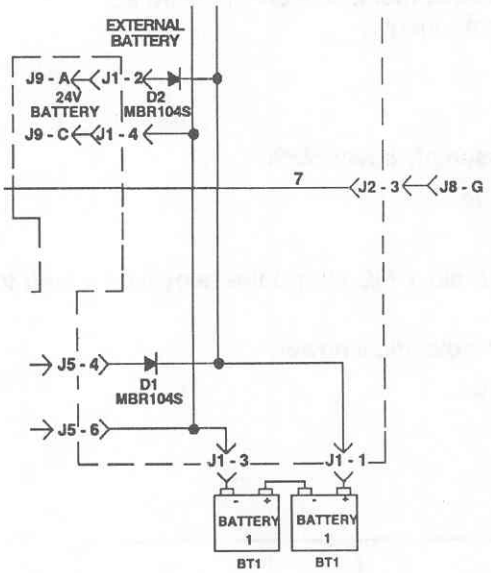
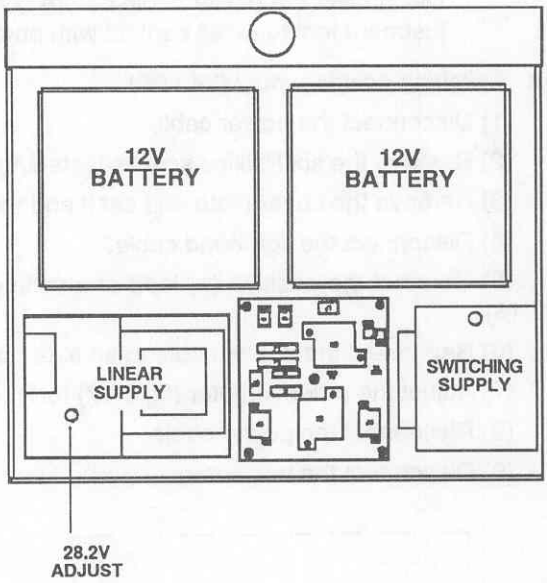

Figure 3-18. Linear power supply connections.
Figure 3-19. 28.2-volt potentiometer adjustment.
(1) Disconnect the power cable.
(2) Remove the six Phillips screws fastening the base assembly cover plate.
(3) Remove the cover plate and set it and the screws aside.
(4) Disconnect jack 2 (J2).
(5) Connect the positive (+) lead of a voltmeter to J1-1 and the negative (-) lead to J1-4 (fig 3-18).
(6) Reconnect the power cable to an external source of AC electrical power.
(7) Adjust the potentiometer (fig 3-19) for +28.2 ±0.1 VDC (no load condition).